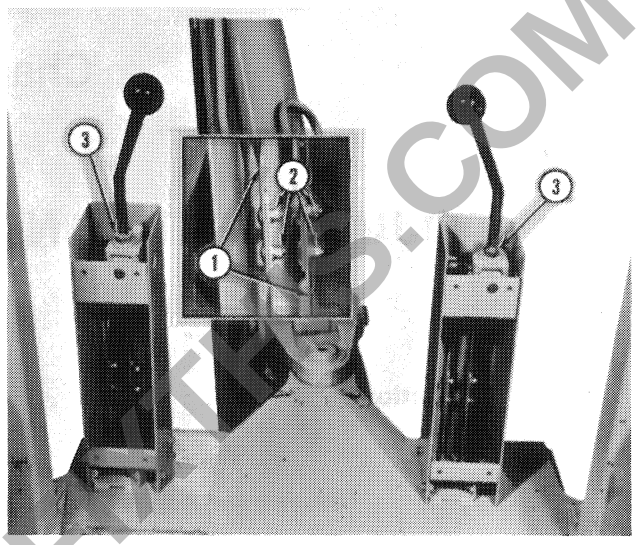

Figure 142
1. Loosen the control lever locknut, (3) Figure 142 and rotate the lever(s) to the most comfortable position for easy reach and movement.